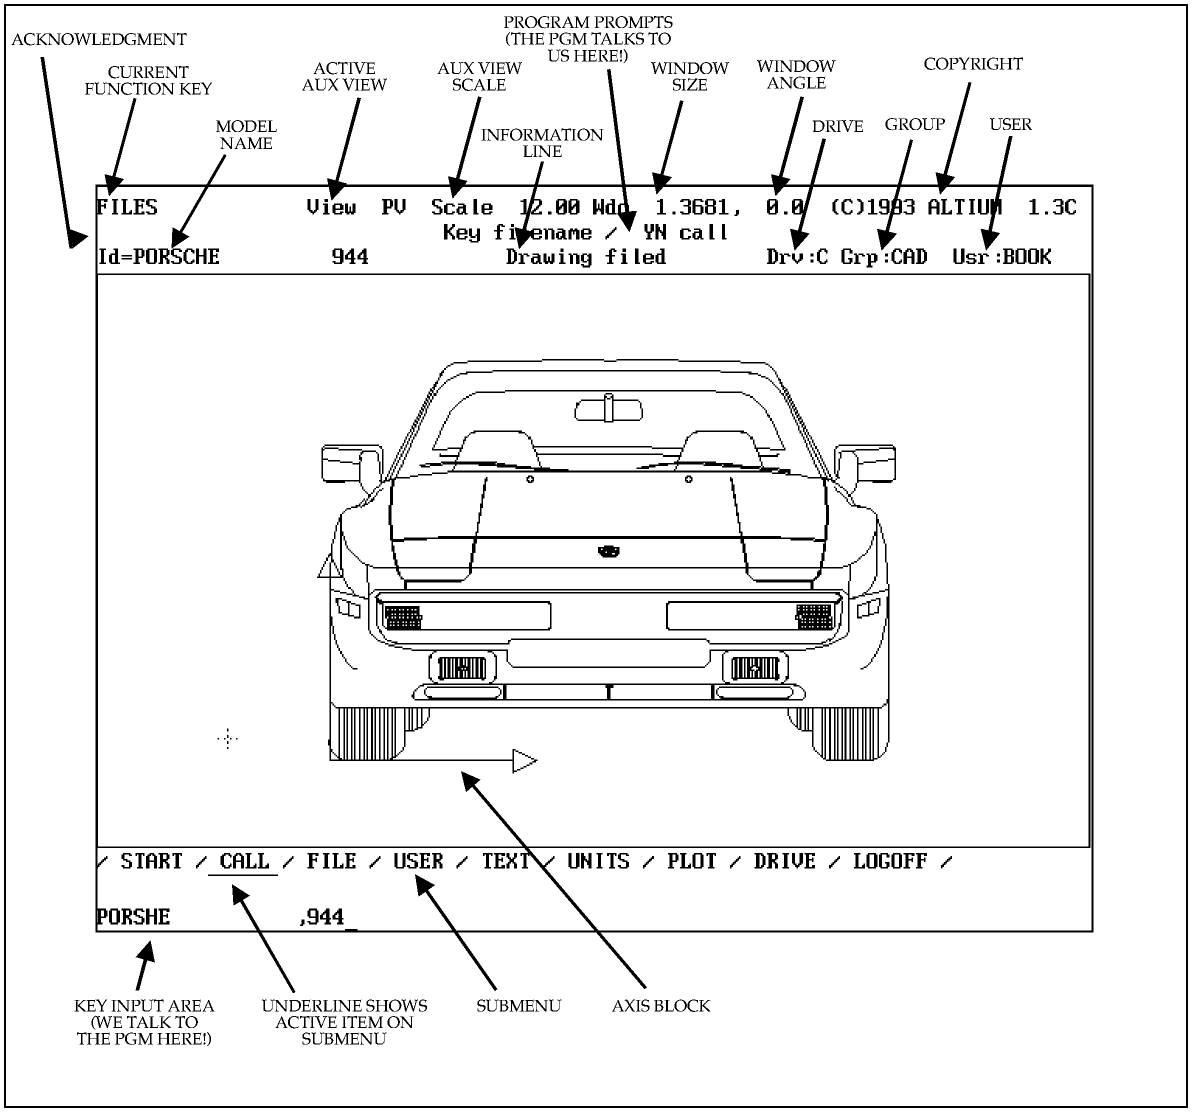

Figure 8 Micro CADAM Working Display Screen
There are four different ways of entering information for MICRO CADAM. The second line down from the top of the screen is the information line (See Figure 8 on page 6 - 15). This is where the program talks to you. Several different menu options, may appear here. Each is separated by a slash ('/'). For example you may see the following line:
a. **SELECT (Sel):** Whenever you are asked to **SELECT** something (e.g. select point, select menu, select circle, select ditto, etc.) move the cursor (that is the little green cross on your screen) by moving the mouse so that the cursor sits on top of the item you are trying to select. For example, to select a point move the cursor on top of a point and press the SELECT button on the mouse; to select a circle move the cursor on top of any portion of the circle and press the SELECT button on the mouse; to select a ditto move the cursor on top of any part of the ditto and press the SELECT button on the mouse; to select a menu item move the cursor on top of any of the submenu items (second line from the bottom of the screen ... see Figure 8 on page 6 - 15) and press the SELECT button on the mouse. Note that when you are asked to select something it means to select an *existing* element or menu item.
a radius of 4.375 inches (assuming units are in inches). To create another circle with the same radius SELECT another point; the menu prompt (2nd line from the top in Figure 8) will now give you the option ' / YN radius=4.375 /'. Press the YN button on the mouse and another circle will be created, centred on the selected point and with a radius of 4.375 inches.
After the Group and User are entered (by keying ’CAD,TRAIN’ for example), the initial display screen disappears and is replaced by the working display screen (see Figure 8 on page 6 - 15).